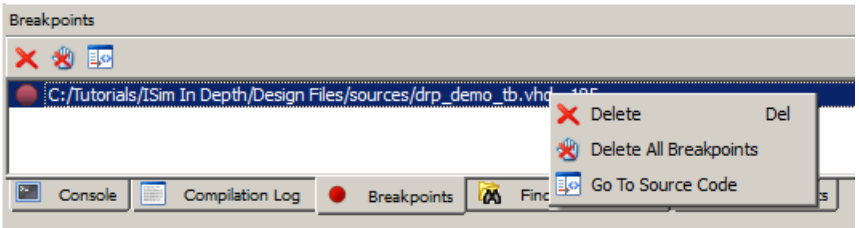

Figure 3-36: **Breakpoints Panel and Right-Click Menu Options**
- Go to the line of source code for a selected breakpoint, see Figure 3-36.